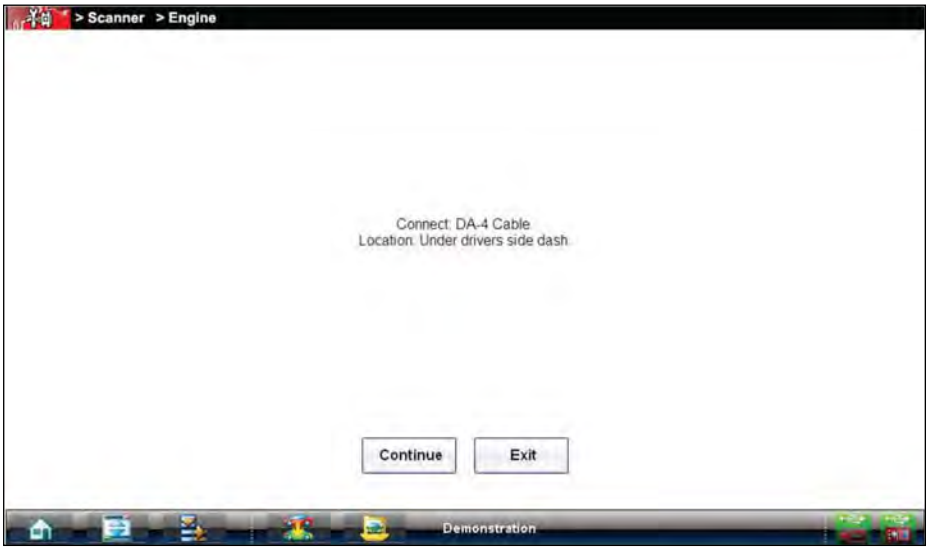

Figure 5-5 *Vehicle connection data cable message*
While using the Scanner and OBD-II/EOBD functions, on-screen cable and adapter connection instructions are provided. The instructions may also include the location of the vehicle DLC (Figure 5-5). If required, additional connection information can be found in the appropriate vehicle communication software manual for the vehicle. Vehicle communication software manuals are available online, see the website information at the front of this manual.
1. While using the Scanner or OBD-II/EOBD function, follow the on-screen instructions for connecting the cable and/or any adapters required to the vehicle (Figure 5-5).